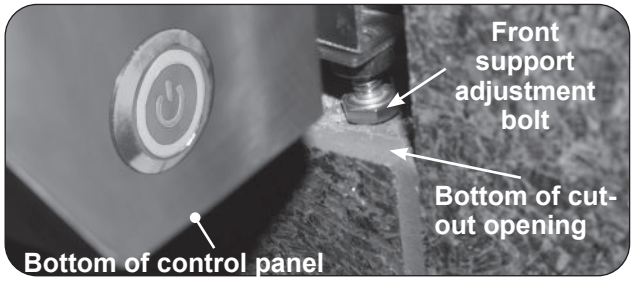

Fig. 26-3 Front support adjustment bolts
2. Rotate the front support adjustment bolts (up or down) until the pizza oven hanger rests flush on the countertop, AND, the adjustment bolts are touching the supporting structure found at the bottom of the cutout (lower support). Use a 7/16" open-end wrench as needed. See Fig. 26-3.